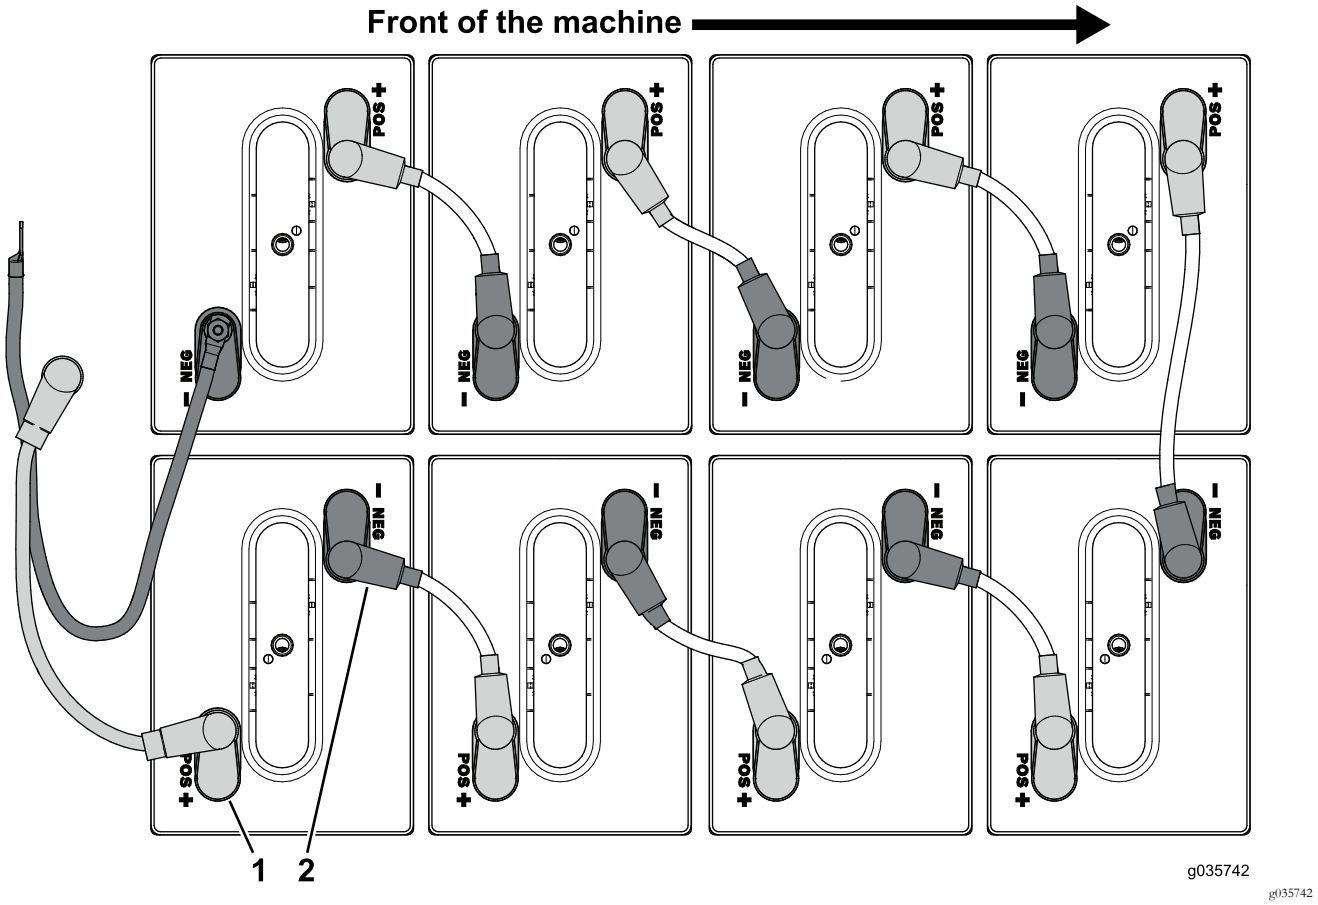

Figura 98
4. Collegate i cavi della batteria collegati al morsetto positivo (+) delle batterie, nel vassoio della batteria anteriore (Figura 98).
5. Collegate i cavi della batteria collegati al morsetto negativo (-) delle batterie, nel vassoio della batteria anteriore (Figura 98).